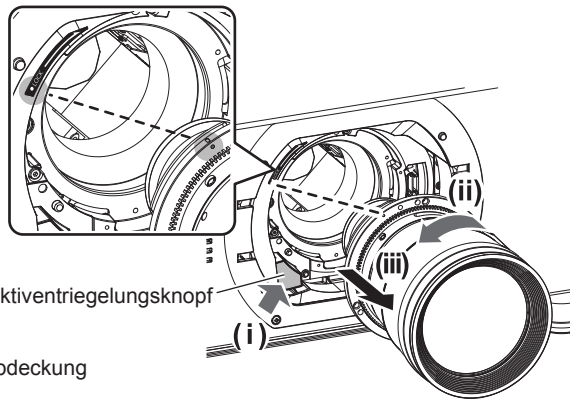

Abb. 2
3) Drücken Sie die Objektiventriegelungstaste und entfernen Sie das Projektionsobjektiv, indem Sie es gegen den Uhrzeigersinn drehen. (Abb. 2)